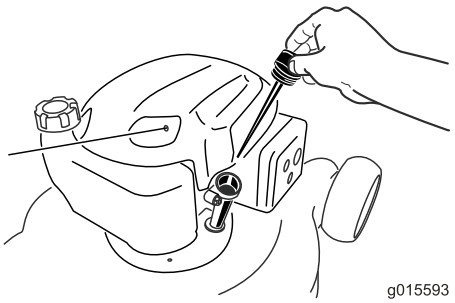

Figur 28
6. Ta ur oljestickan ur oljepåfyllningsröret (Figur 28).